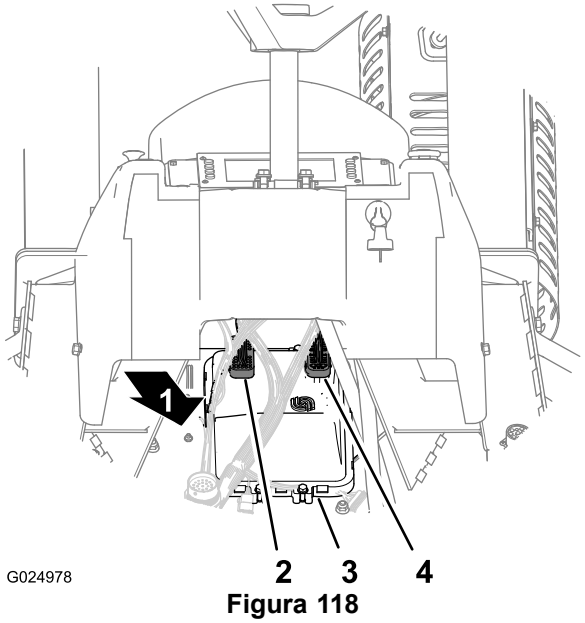

Figura 118
2. Scollegate il connettore a 50 prese (CPU 1) dal retro del modulo del computer (Figura 118).
3. Scollegate il connettore a 38 prese (CPU-2) dal retro del modulo del computer (Figura 118).
1. Collegate il connettore a 38 prese (CPU-2) al retro del modulo del computer (Figura 118).
2. Collegate il connettore a 50 prese (CPU 1) al retro del modulo del computer (Figura 118).